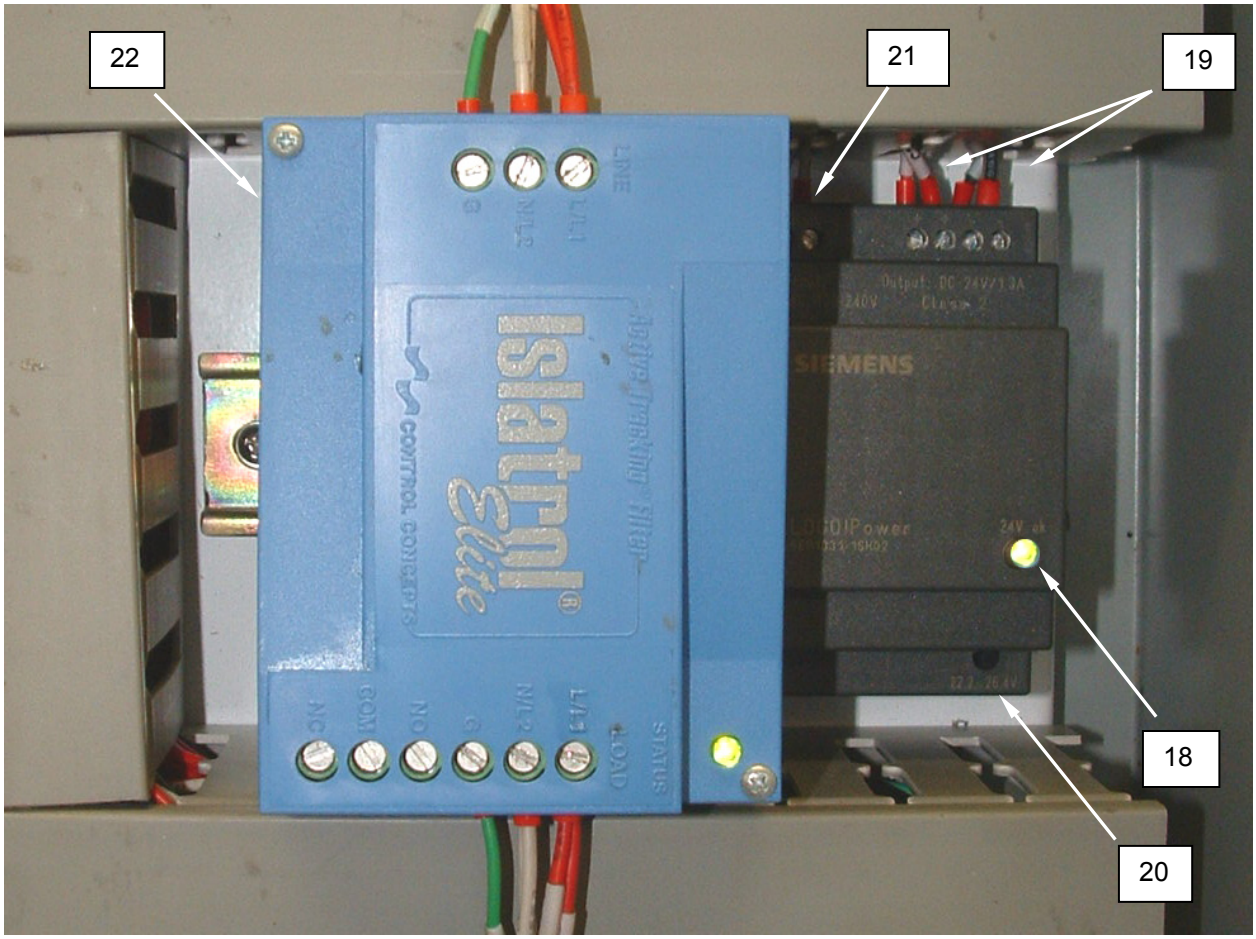

Figure 15. Test DC Power Supply.
3. Ensure the 24 VDC indicator LED **(Figure 15, Item 18)** is lit.
4. Use a voltmeter to test for 24 VDC output **(Figure 15, Item 19)** between the + and – terminals on the power supply **(Figure 15, Item 20)**.
5. If there is no 24 VDC output **(Figure 15, Item 19)** and the LED **(Figure 15, Item 18)** is not lit, use a voltmeter to test for 120 VAC input **(Figure 15, Item 21)** to power supply **(Figure 15, Item 20)**. If no voltage is supplied to power supply, test surge arrestor **(Figure 15, Item 22)** IAW procedures given in this WP.
6. Replace an inoperative power supply **(Figure 15, Item 20)**.